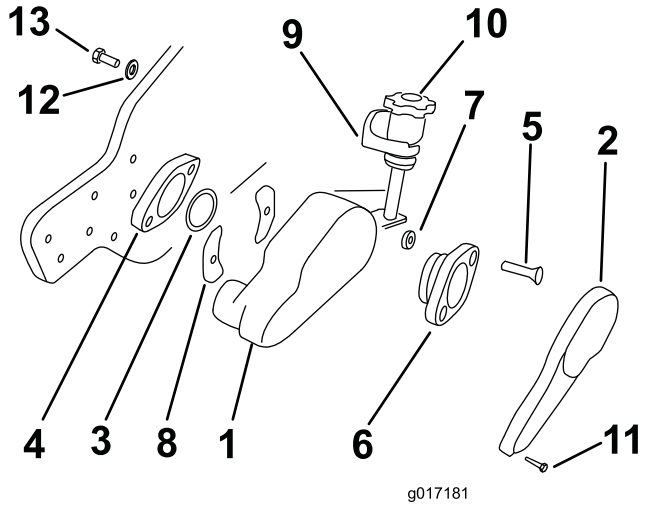
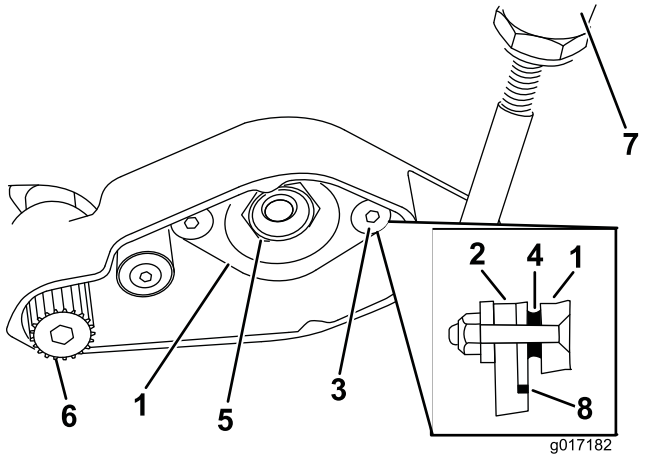

Figur 4
Figur 5
A. Fjern de tre sokkelhodeskruene og låseskivene som fester dekslet til trimmerhuset (Figur 4).
B. Fjern Belleville-skiven og hodeskruen på 3/8 x 5/8 tomme fra hver monteringsblokk (Figur 4).
C. Sett inn en adapterring på spolelagerhuset (Figur 4 og Figur 5).
D. Før de to flate hodeskruene på 3/8 x 2 tommer gjennom lageradapteren, og plasser avstandsstykkene på skrueendene (Figur 4 og Figur 5).
E. Innrett lageradapteren, avstandsstykkene og skruene etter bronselageret og sporene i trimmerhuset. Før lageradapteren gjennom bronselageret og skruene gjennom sporene i trimmerhuset (Figur 4 og Figur 5).
F. Sett på et spordeksel på hver skrue, og innrett den buede siden av spordekslet etter buen på trimmerhuset. Spordekslene skal plasseres med buen vendt bort fra trimmerhuset (Figur 4).
G. Skru de flate hodeskruene inn i spolelagerhuset. Sett låsemutterne på skruene og stram til et moment på mellom 31 og 37 Nm (Figur 4 og Figur 5).
9. Før en ende av trimmerakselen inn i lagerstøtten i trimmerhuset (Figur 5). Påse at trimmerknivtuppene vender fremover.
10. Påfør blå Loctite på gjengene til trimmerakselen. Tre den drevne remskiven (venstregjenget) på enden til trimmerakselen. Stram remskiven til et moment på mellom 39 og 47 Nm med en momentnøkkel med et umbracohode på 3/8 tomme (Figur 4 og Figur 5).
11. Fest justeringsknottens monteringsblokk på venstre sideplate med hodeskruen på 3/8 x 5/8 tomme og Bellevile-skiven du fjernet tidligere (Figur 4).
12. Monter venstre justeringsramme på sideplaten med hodeskruene og skivene du fjernet tidligere (Figur 4).
13. Fjern spolelagerlåsemutteren fra spoleakselen (Figur 5). Bruk en treblokk for å hindre at spolen roterer.